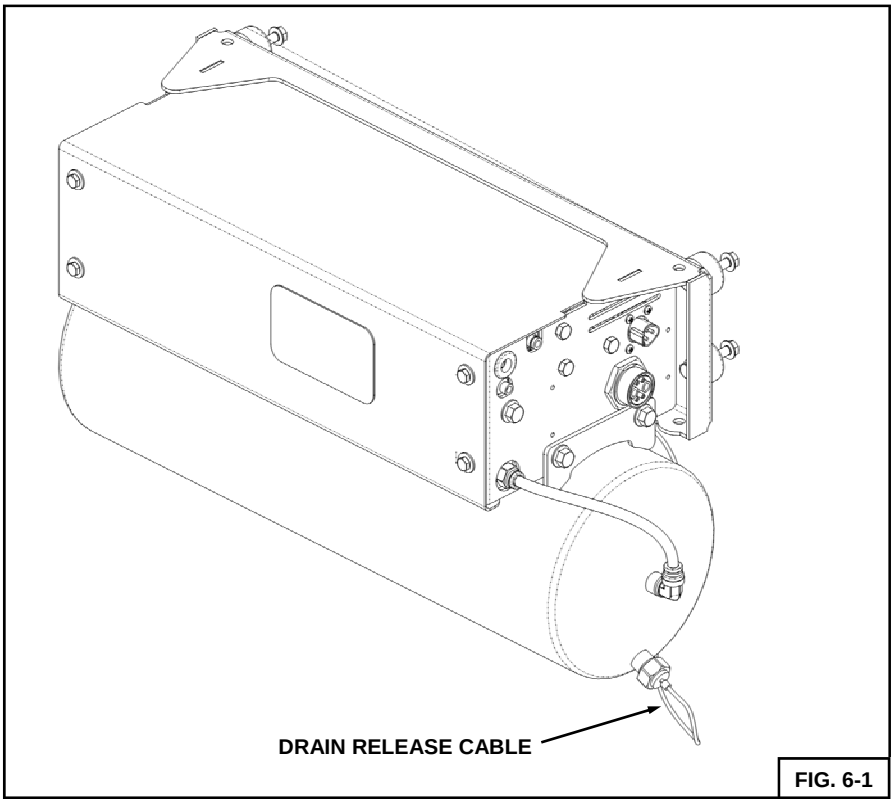

FIG. 6-1
It is important to release any moisture contained within the air reservoir on a daily basis. This can be done by pulling on the cable attached to the drain valve. See Figure 6-1. Not releasing the moisture on a regular basis will cause the drain valve to not operate properly, and may cause the valves to malfunction. Excess moisture in the system can also cause premature failure of other components including the tank itself.
- Regularly drain any tank moisture using the drain valve (See Figure 6-1).